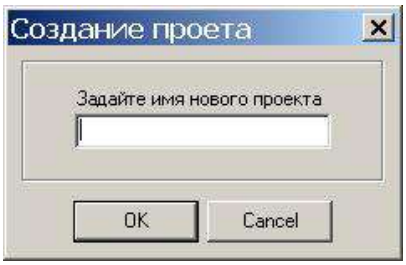

Рис.38
- Появится диалоговое окно «Создание проекта» (Рис. 38)